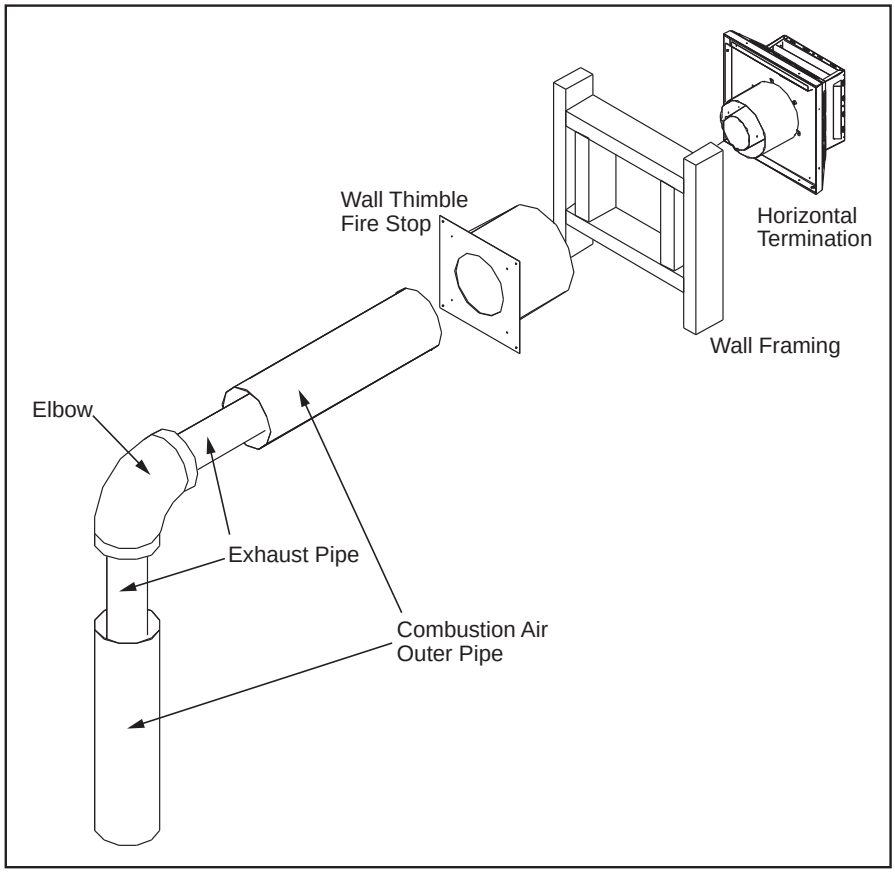

Figure 25. Horizontal Vent Termination
Step 3. With the pipe in the correct position and attached to the fireplace, mark the wall for a **10" (25.4 cm)** x **10" (25.4 cm)** square hole (see Figure 25). The center of the hole should match the center line of the horizontal pipe. Cut and frame the hole in the exterior wall where the vent will be terminated. If the wall being penetrated is made of a non-combustible material (i.e. masonry or concrete) a **7" (17.8 cm)** hole is acceptable.